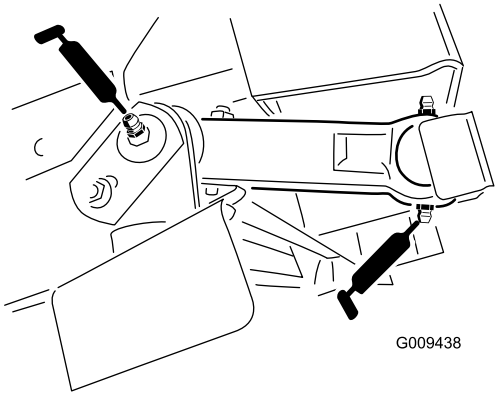

Figura 43
- Articulação da ligação inferior (4) (Figura 43)
- Articulação da ligação superior (4) (Figura 43)